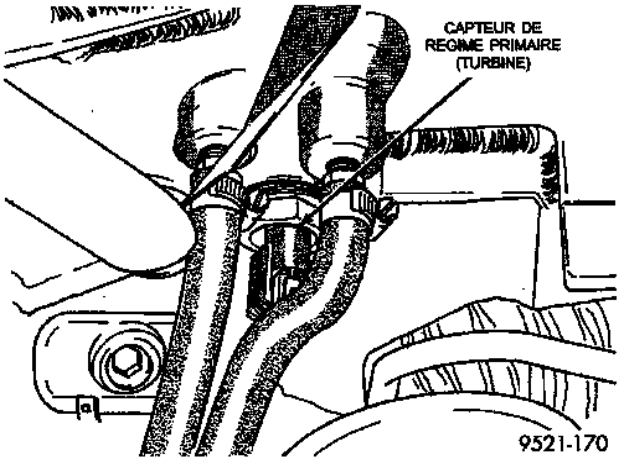
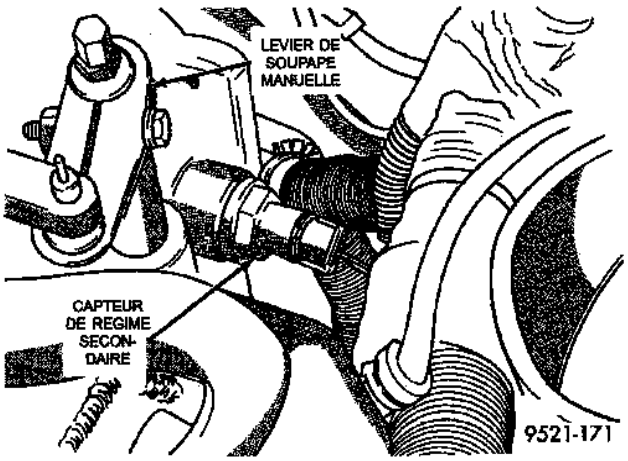

*Fig. 39 Capteur de régime primaire (Turbine)*
*Fig. 40 Capteur de régime secondaire*
(5) Déposer les conduites de refroidissement de la boîte-pont.
(6) Déposer le connecteur à l'ensemble de solénoïdes de la boîte-pont.
(7) Déposer les connecteurs de câblage des capteurs de régime primaire et secondaire (Fig. 39) (Fig. 40).
(8) Débrancher le connecteur électrique au capteur de gamme de la transmission.
(9) Déposer les boulons supérieurs du carter supérieur.
(10) Déposer le boulon de montage du tube de chauffage.
(11) Déposer le câblage du capteur de vitesse du véhicule au capteur.
(12) Déposer un boulon arrière de montage du moteur du dessus.
(13) Déposer la vis de l'écran de monture arrière du moteur.